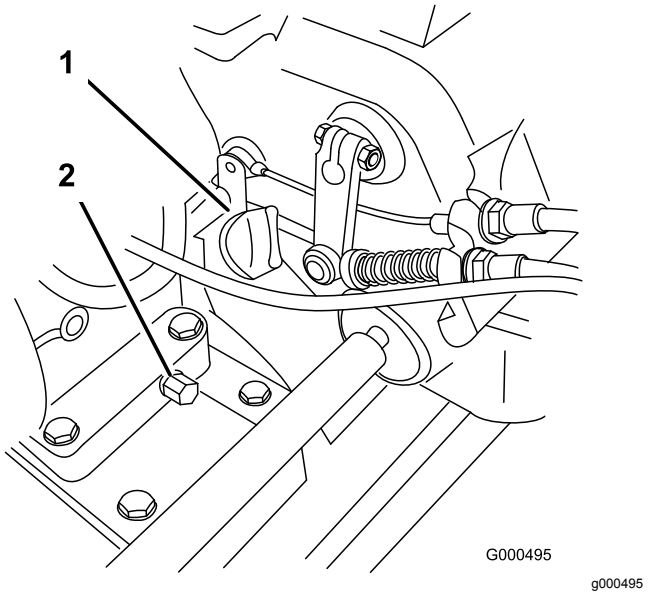

Figur 29
2. Placera maskinen så att motorn står jämnt och rengör området runt oljestickan (Figur 29).
3. Ta bort oljestickan genom att vrida den moturs (Figur 29).
2. Placera ett avtappningskärl under avtappningspluggen på maskinens bakre del (Figur 29). Lossa avtappningspluggen.